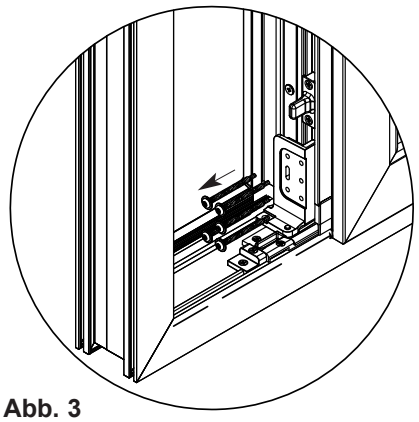

Abb. 3
8. Das untere Lager, die Schraubzwingen und der Schiebeflügel werden jetzt wieder entfernt (Abb. 3).